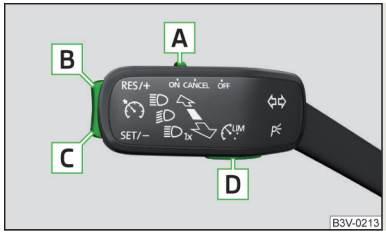

Fig. 227
Vista general del sistema regulador de la velocidad del GRA » fig. 227
- Al pulsar la tecla D » fig. 227 durante la regulación, se cancelará y se activará el dispositivo de limitación de velocidad.